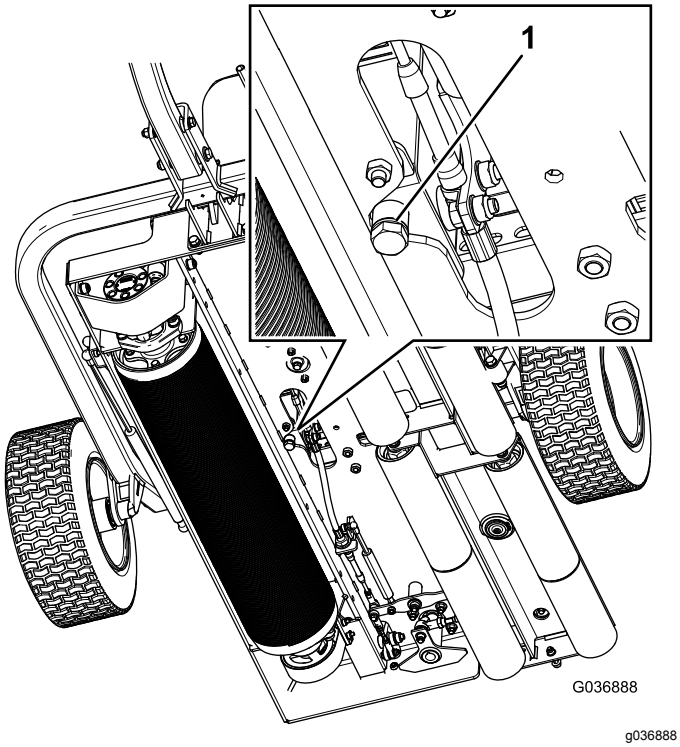

Figuur 36
1. Plaats een opvangbak onder de aftapplug van de hydraulische tank (Figuur 36).
2. Verwijder de aftapplug aan de onderkant van de tank (Figuur 36).